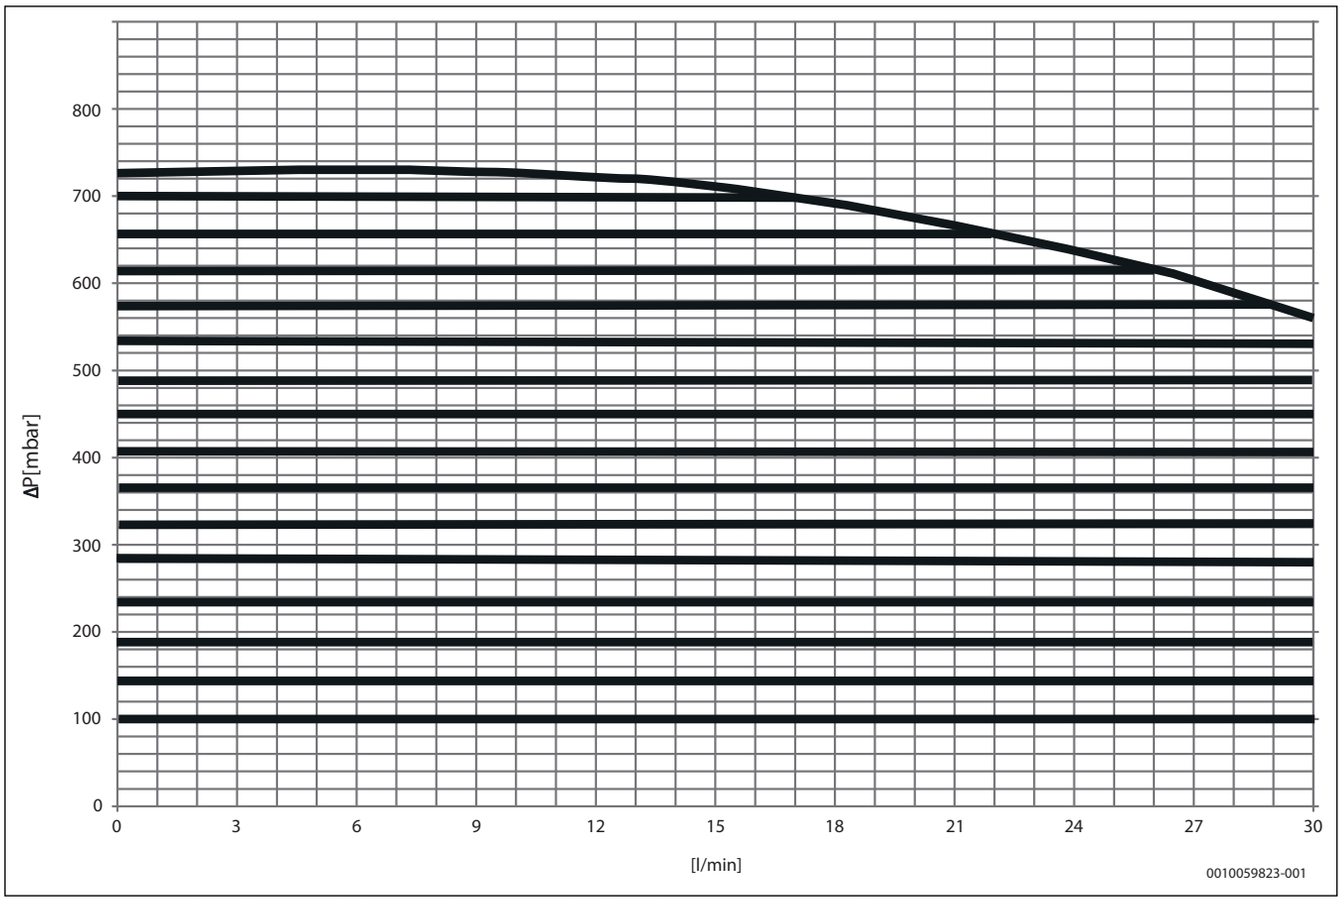

*Fig. 31 Graphique de performance de la pompe du circuit de chauffage dans un circuit de chauffage à pression constante*
2) La pression disponible dépend de la pompe à chaleur raccordée ou du découplage hydraulique(→ voir le tableau des performances de la pompe du circuit de chauffage, figure 31)
*Tab. 19 Caractéristiques techniques WLW186i.2 TP70 W (W)WLW186i.2 TP70 (W)*